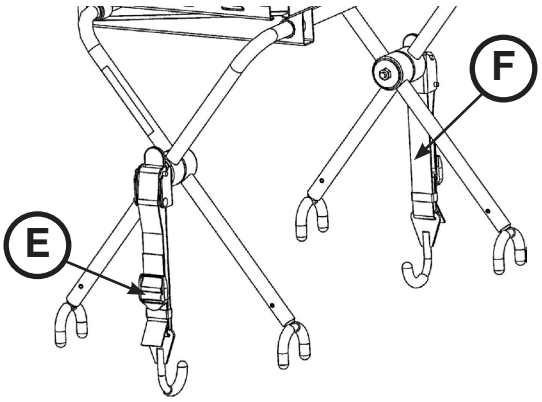

Figura 59
- Se la piattaforma del defibrillatore non è saldamente fissata alla barella quando entrambi i ganci sono impegnati o se non è possibile assicurare i ganci intorno al piano rete della barella, sganciare la linguetta (E), allentare o stringere la cinghia (F) fino ad ottenere la corretta regolazione, quindi spingere la linguetta (E) fino a bloccarla in posizione con un clic udibile (Figura 59).